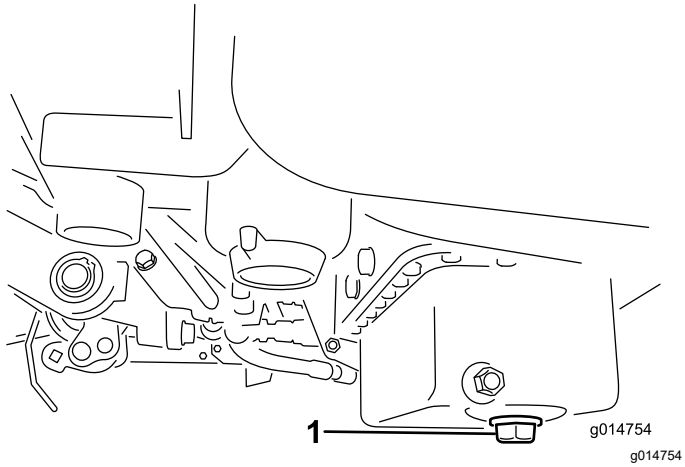

**Rysunek 31**
1. Odkręć korek spustowy i spuść olej do miski drenażowej. Zakręć korek, gdy olej przestanie wyciekać (Rysunek 31).